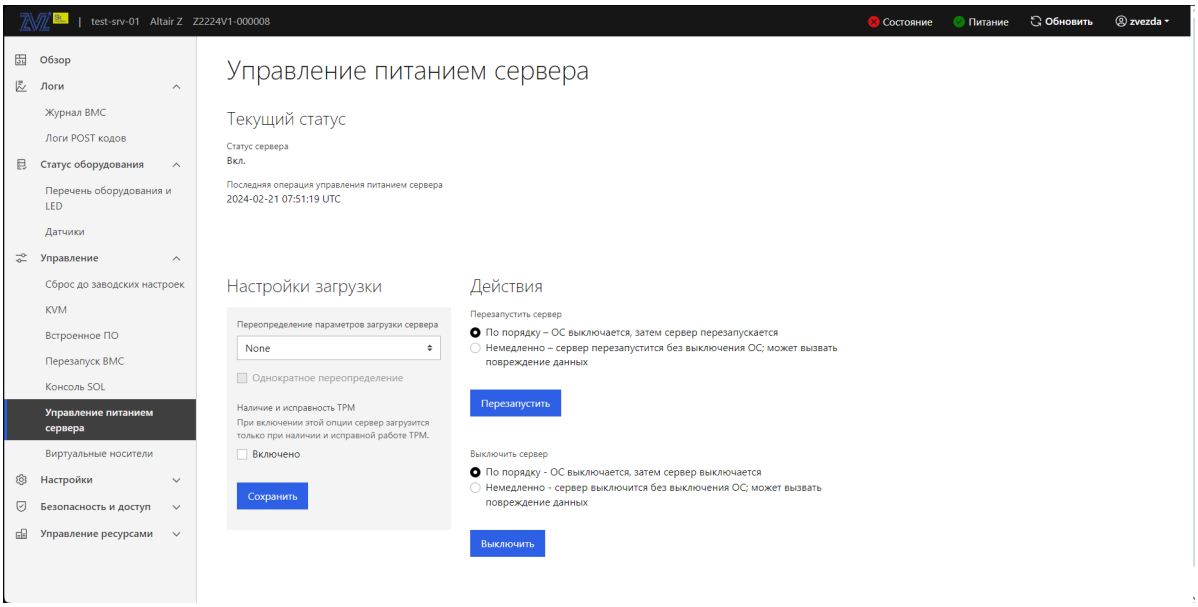

Рис. 86. Окно «Управление питанием сервера»
6) Пройдите во вкладку «Управление» → «Управление питанием сервера» в данной вкладке отображается текущий статус сервера, осуществляется удаленное управление питанием сервера. Во вкладке «Действия» осуществляется перезагрузка сервера или его выключение. Окно показано на рис. 86 Окно «Управление питанием сервера»